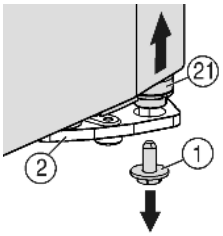
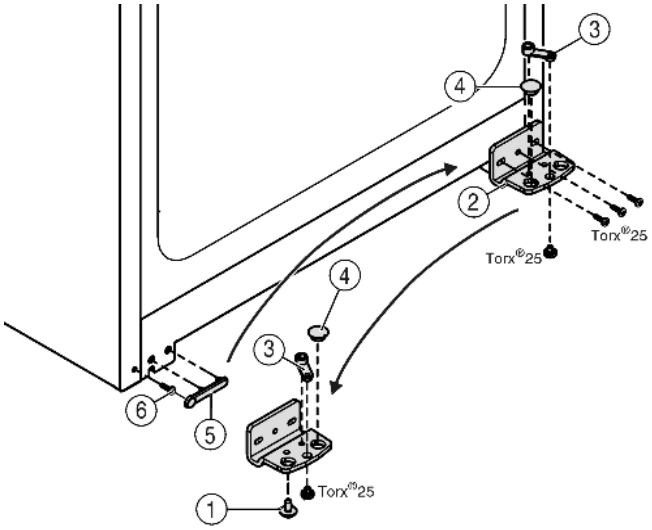

Fig. 4
Fig. 5
▶ Внизу справа на опорном кронштейне выкрутите фиксирующий винт *Fig. 4 (1)*.
▷ Опорный палец *Fig. 4 (21)* можно извлечь из опорного кронштейна *Fig. 5 (2)*.
▶ Сли установочный винт *Fig. 4 (21)* не откручивается, его можно вынуть, нажав на него снизу.
- ▶ Открутите опорный кронштейн *Fig. 5 (2)*.
- ▶ Открутите опорную деталь *Fig. 5 (3)* и, переставив в отверстие на противоположной стороне опорного кронштейна, снова прикрутите.
- ▶ Извлеките заглушку *Fig. 5 (4)* из опорного кронштейна и переставьте ее в отверстие на противоположной стороне опорного кронштейна.
- ▶ Осторожно снимите крышку со стороны ручки *Fig. 5 (5)*.
- ▶ Выкрутите болт *Fig. 5 (6)* и вкрутите на противоположной стороне.
- ▶ Снова установите крышку *Fig. 5 (5)*.
- ▶ Снова прикрутите опорный кронштейн *Fig. 5 (2)* на новой стороне шарнира **(с моментом 4 Нм)**. При необходимости используйте аккумуляторный шуруповерт.
- ▶ Вкрутите фиксирующий винт *Fig. 4 (1)* внизу в опорный палец и затяните **(с моментом 4 Нм)**.